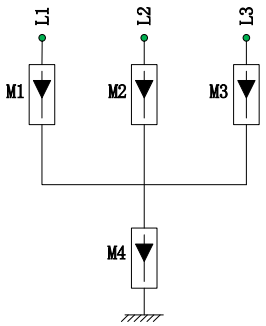

图 5-16 开启防 PID 功能防雷连接示意图
– 箱变低压侧和交流汇流箱所选用的防雷器，推荐采用“3+1”方式，如下图 5-16 所示。其中 M1-M3 的最小持续工作电压为 460Vac。